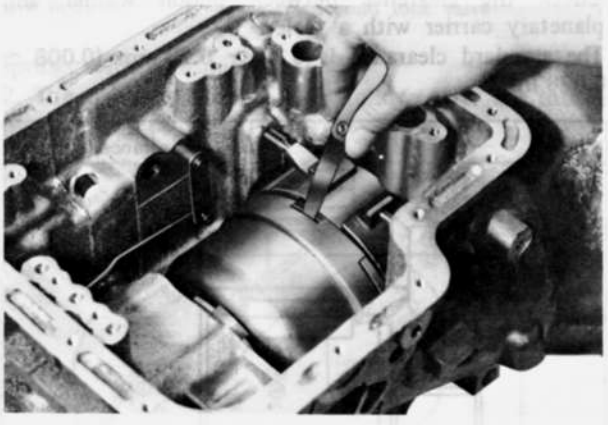

Fig. 7B–53 Checking end play
20. Using a dial indicator as shown in Fig. 7B–54, check the transmission total end play.